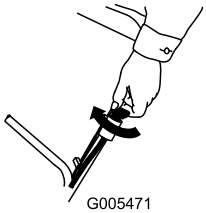
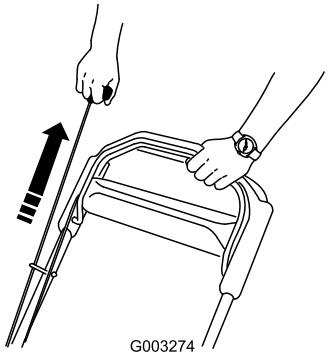

Figuur 16
Figuur 17
2. Draai de sleutel in het contact (uitsluitend model 20796) (Figuur 16) of trek aan de handstarthandgreep (Figuur 17).